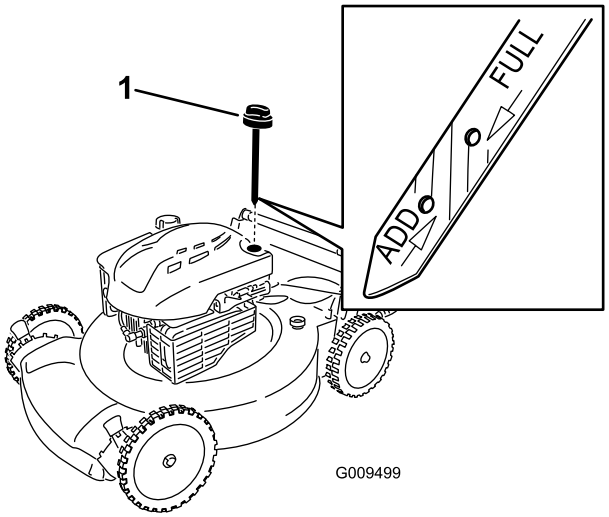

Figur 5
2. Fjern peilestaven (Figur 5), og hell olje i oljepåfyllingrøret til veivhuset er 3/4 fullt.
5. Ta ut peilestaven, og kontroller oljenivået på peilestaven. Se Figur 5.